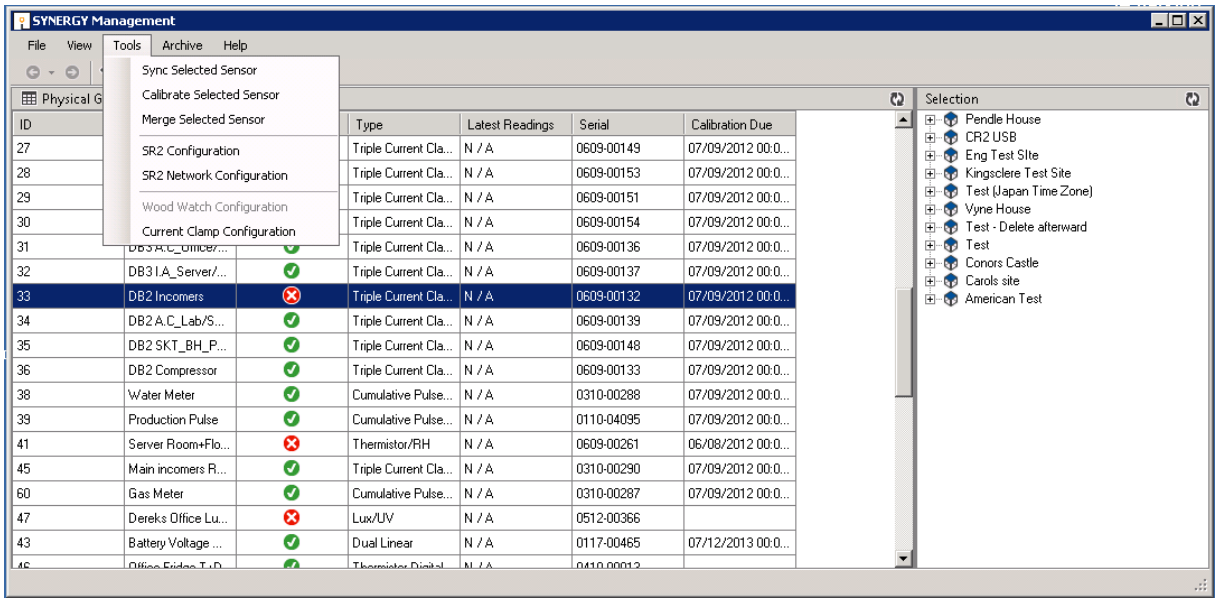

Figure 64
4. From the **SYNERGY Management Tools** window, select **Sync Selected Sensor** or **Current Clamp Configuration** from the **Tools** entry in the **Main Menu** bar. See Figure 64 below: